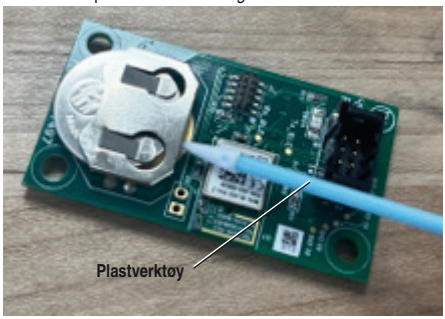

**Figur 4 – Fjerning av batteriet fra kortet**
4. Fjern knappcellebatteriet (CR2032) fra LED-kortet ved hjelp av et ikke-ledende plastverktøy. Installer et nytt knappcellebatteri (CR2032) med den positive polen vendt opp. Kast det gamle batteriet på korrekt måte. *Se figur 4.*